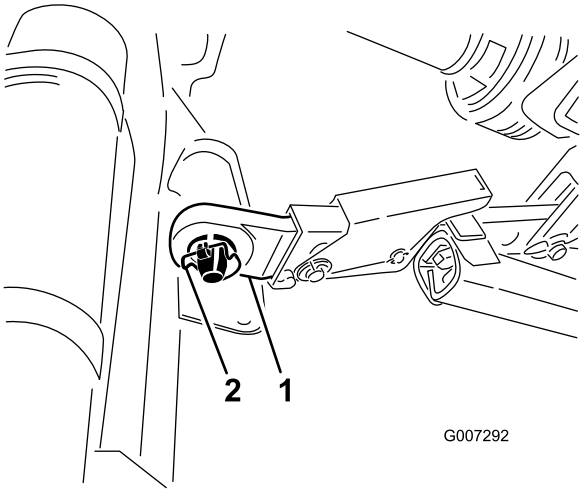

Figur 4
5. Sett inn de nedre leddarmene, høyre og venstre, på koblingstappene (Figur 4).
6. Fest de nedre leddarmene til koblingstappene med ringstiftene (Figur 4).